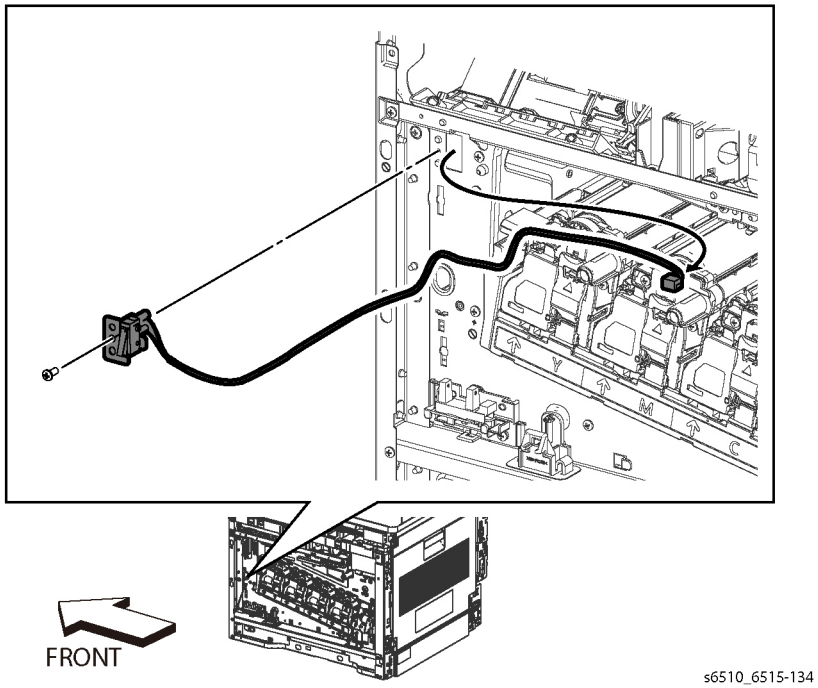

Figure 2 Remove the Side Interlock Harness Assembly (SFP)
9. Refer to Figure 2 to remove the screw (silver, M3x6mm) attaching the Side Interlock Harness Assembly and remove the harness.